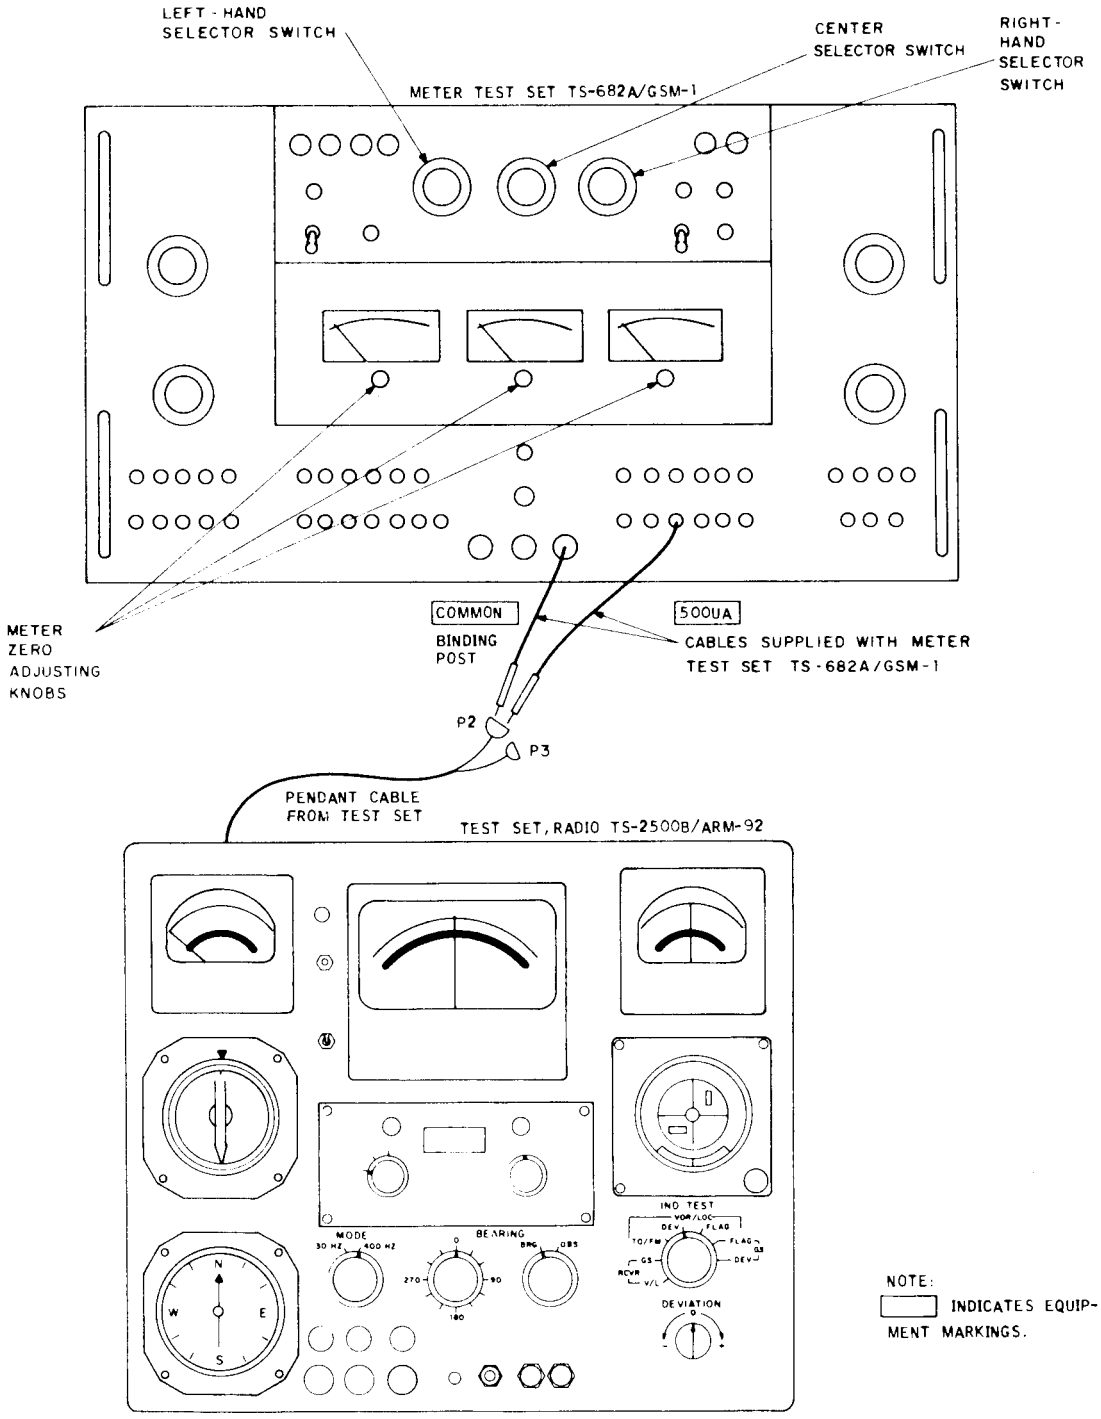

Figure 4-9. Meter movement accuracy test.
b. Test Connections and Conditions. Remove all power from the test set. Set the AC LINE and BATTERY switches on the TS-682A/GSM-1 to OFF. Connect the equipment as shown in figure 4-9 with the COMMON binding post of the TS-682A/GSM-1 connected to P2-b, and the 500 UA current jack connected to P2-a. Rotate the DIRECT CURRENT COARSE control and the DIRECT CURRENT FINE control to their fully counterclockwise positions. Set the AC LINE switch to ON, and allow a 1-minute warmup period.